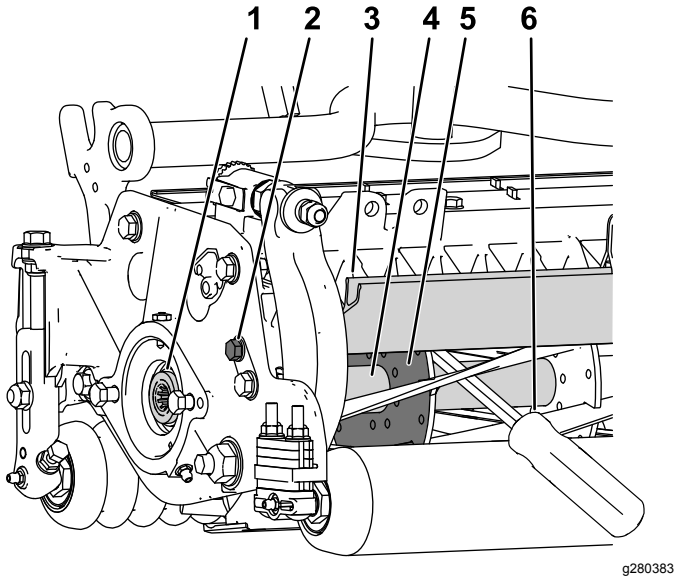

Figuur 30
1. Maak de bout van het scherm aan de linkerzijde van de maai-eenheid los en breng het achterscherm omhoog (Figuur 30).
2. Steek een rolkoevoet met lange steel (⅜" x 12" met schroevendraaierhandgreep wordt aanbevolen) door de achterkant van de messenkooi, het dichtst bij de zijde van de maai-eenheid die u gaat vastdraaien (Figuur 30).
3. Plaats de rolkoevoet tegen de gelaste zijde van de steunplaat van de messenkooi (Figuur 30).